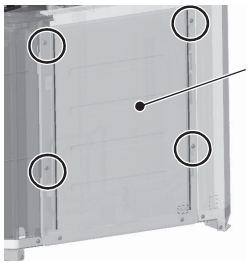

Figure 1
(1) Remove the front heat exchanger. Refer to 8-13-13 Maintenance Procedures for the Heat Exchanger <Type A/Type A1> for details.
(2) Remove the top, front, and right compressor covers. Refer to 8-13-9 Compressor Replacement Procedure <Type A1> for details.
(3) Remove the duct from the control box. Refer to 8-13-10 Removal Instructions for the Control Box <Type A/Type A1> for details.
(4) Remove the right and inside (right) compressor panels by unscrewing the four screws. (Applicable only to the S-module. See Figures 1 and 2.)